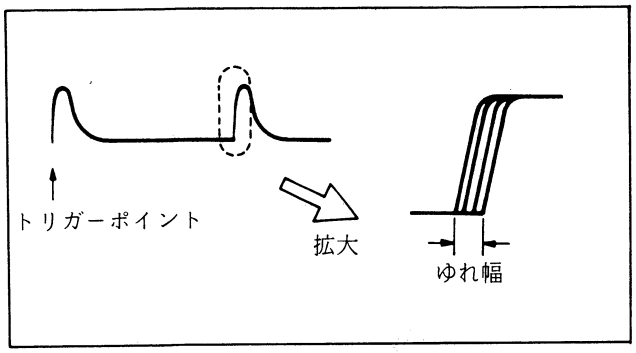

図5-26. スロー再生f_H調整
(1) 1/5正方向スロー再生にしてRV804でf_Hのゆれ幅を最小に調整する。(図5-26参照)
(2) 1/5逆方向スロー再生にしてRV807でf_Hのゆれ幅を最小に調整する。
(3) (1)と(2)を交互にくり返し正逆方向ともゆれ幅で最小になるように調整する。(図5-26参照)